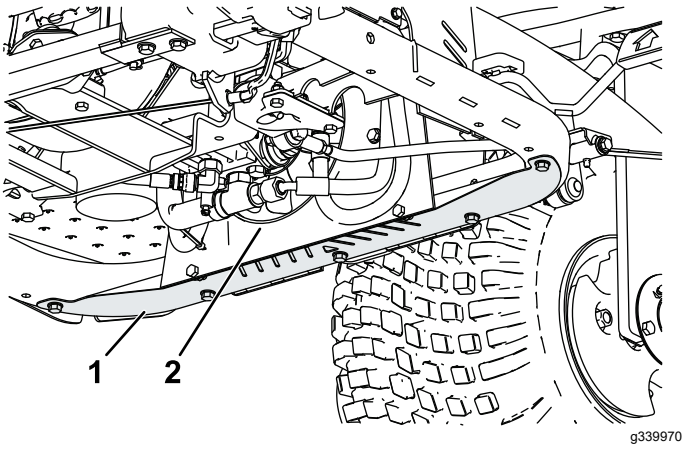

Figuur 44
1. Verwijder het onderste scherm (Figuur 44).
2. Gebruik een verlengstuk om perslucht tussen de ventilatorbladen te blazen (Figuur 44) zodat het vuil wordt weggeblazen van de richting waarop het binnengekomen is.